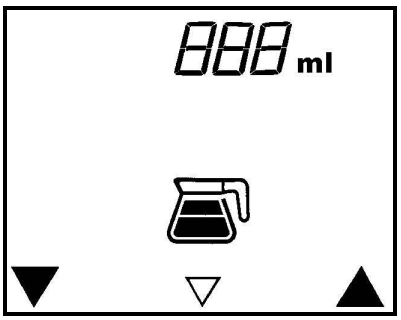
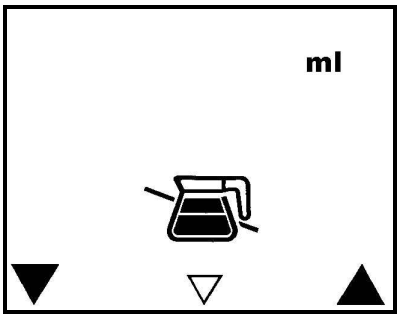

Rys. 12
Rys. 13
1. Proszę włączyć program "Ustawienie ilości napoju na dzbanek". Na displayu pokaże się rys. 12.
2. Jeśli życzą sobie Państwo większej ilości, proszę przycisnąć prawą część przycisku (13). Maksymalna ilość to około 720 ml.
3. Jeśli życzą sobie Państwo mniejszej ilości, proszę przycisnąć prawą część przycisku (13). Minimum to około 480 ml.
4. Jeśli przy minimalnym ustawieniu (480 ml) jeszcze raz zostanie przyciśnięty przycisk ustawiania (13), pokaże się przekreślony dzbanek, patrz rys.13. Oznacza to, że parzenie może odbywać się tylko w filiżankach, funkcja dzbanka została wyłączona.